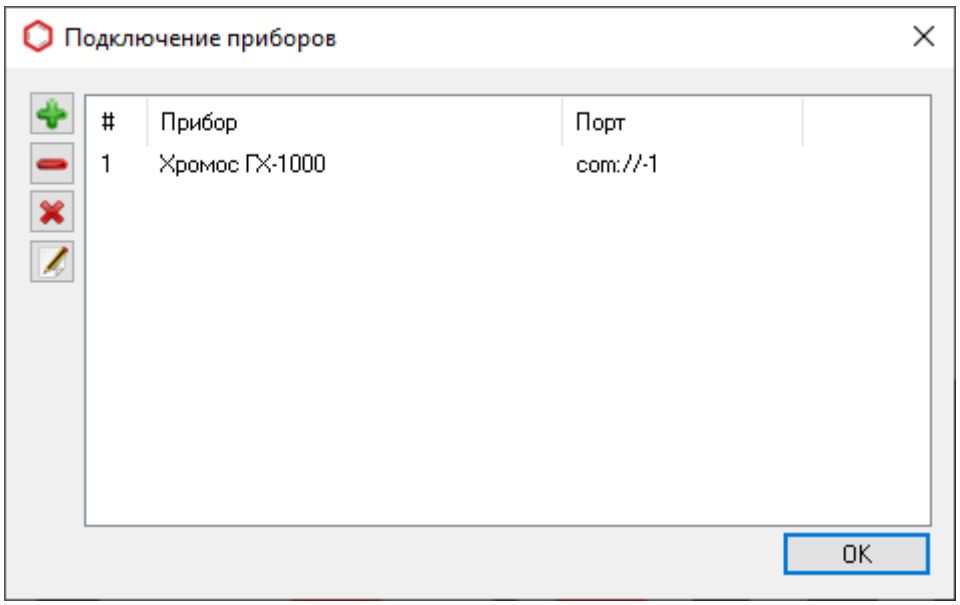

Рис. 104: Окно «Подключение приборов»
5. В ПО «Хромос», в меню *Приборы* выберите **Подключение…** Откроется окно *Подключение приборов* (Рис. 104):